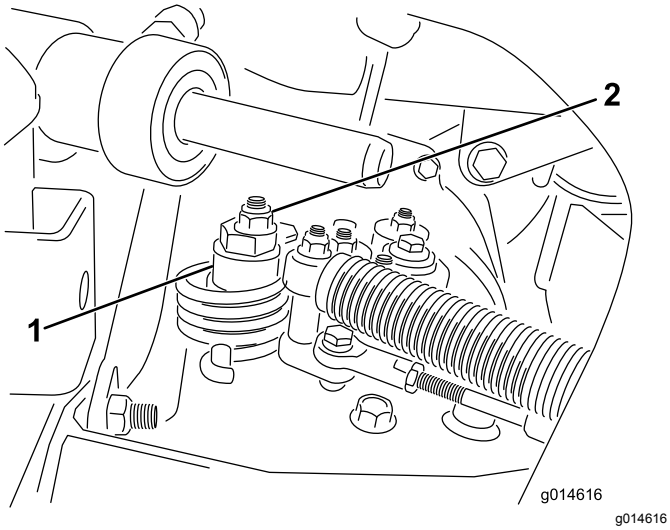

Figur 32
A. Løsn møtrikken, der fastgør den excentriske bolt til den øverste del af hydrostaten (Figur 32).
C. Drej den excentriske bolt, indtil der ikke forekommer krybning i nogen retning. Når hjulet holder op med at dreje, skal den møtrik, der låser den excentriske bolt og justeringen, tilspændes (Figur 32). Kontroller indstillingen med gashåndtaget i positionen LANGSOM og HURTIG.